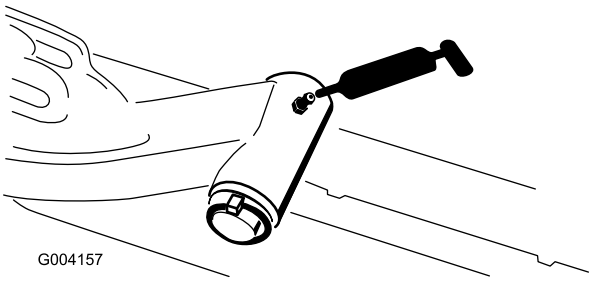

Figur 46
- Løftearmenes drejeaksel (1 hver) (Figur 46)